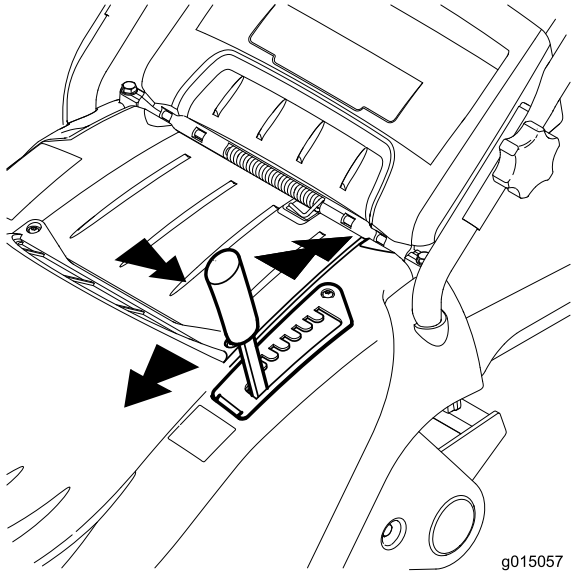

Figuur 13
2. Trek de maaihoogtehendel uit de huidige stand en beweeg hem naar voren of achteren in de gewenste stand (Figuur 13).